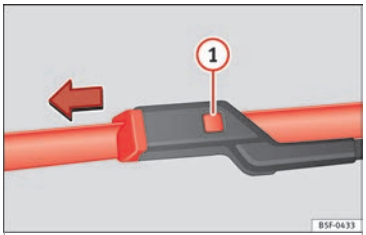

Fig. 81 Cambio de las escobillas del limpiaparabrisas.
- Mantenga presionada la tecla de desbloqueo »» **fig. 81** (1) tirando ligeramente de la escobilla en el sentido de la flecha.